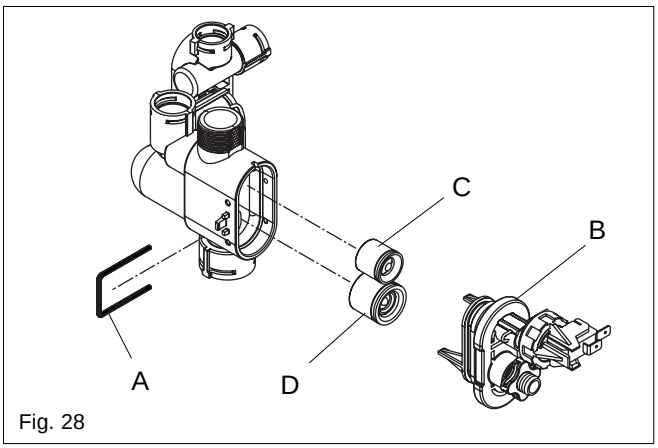

Fig. 28
6.17 AUTOMATIC BY-PASS & DHW NON-RETURN VALVE (fig. 28)